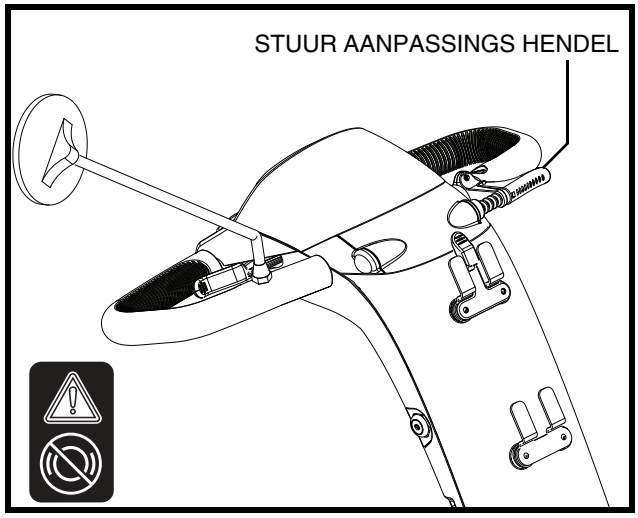

Figuur 16. Verstelbare stuurkolom
1. Druk de aanpasbare besturingshendel in. **Zie figuur 16**.